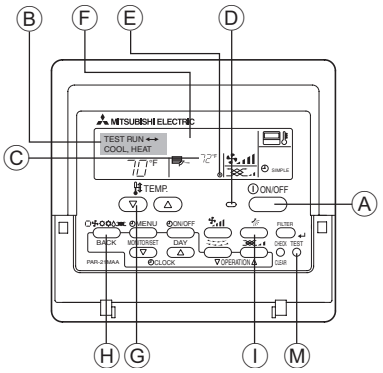

Fig. 7-1
7.2.1. Utilisation de la télécommande filaire (Fig. 7-1)
① Mettre l'appareil sous tension au moins douze heures avant l'essai de fonctionnement.
② Appuyer deux fois sur la touche [TEST] (ESSAI). ➡ Affichage à cristaux liquides "TEST RUN" (ESSAI DE FONCTIONNEMENT)
③ Appuyer sur la touche [Mode selection] (Sélection Mode). ➡ Vérifier si la soufflerie fonctionne.
④ Appuyer sur la touche [Mode selection] (Sélection Mode) et passer en mode refroidissement (ou chauffage).